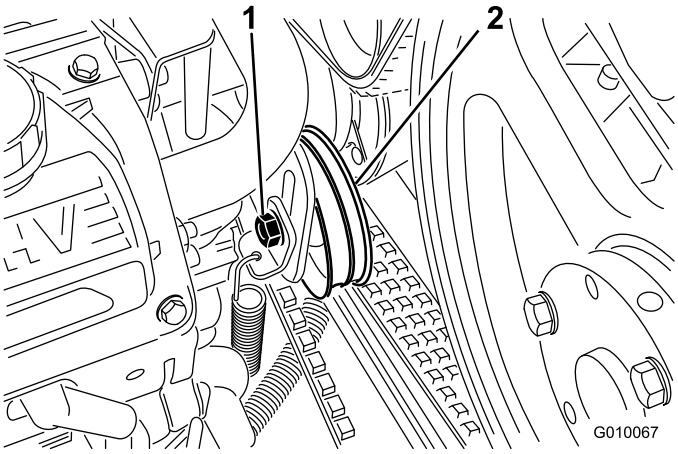

Figur 58
3. Lossa pumpremmens remskivsbult tillräckligt mycket för att tillåta rörelse i justeringsspåret (Figur 58).